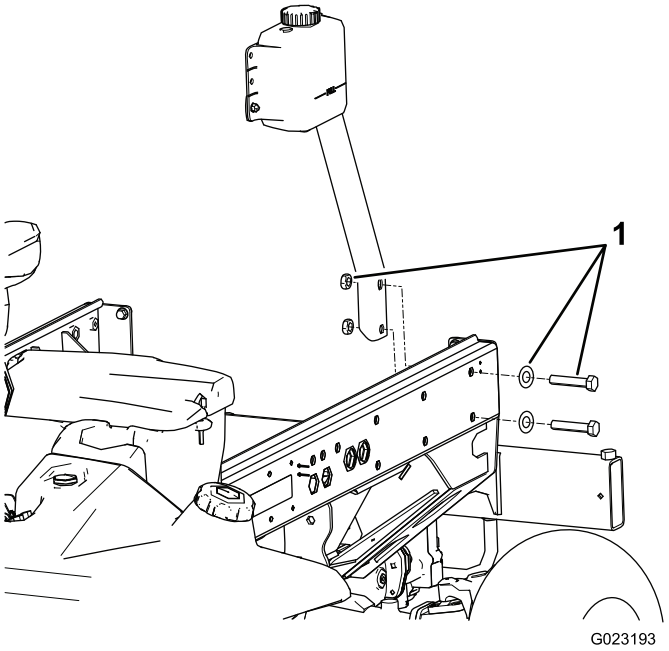

Figur 25
1. Afmonter de 2 bolte, 2 spændeskiver og 2 møtrikker, der fastgør beholderens monteringsbeslag til venstre stelvange (Figur 25).